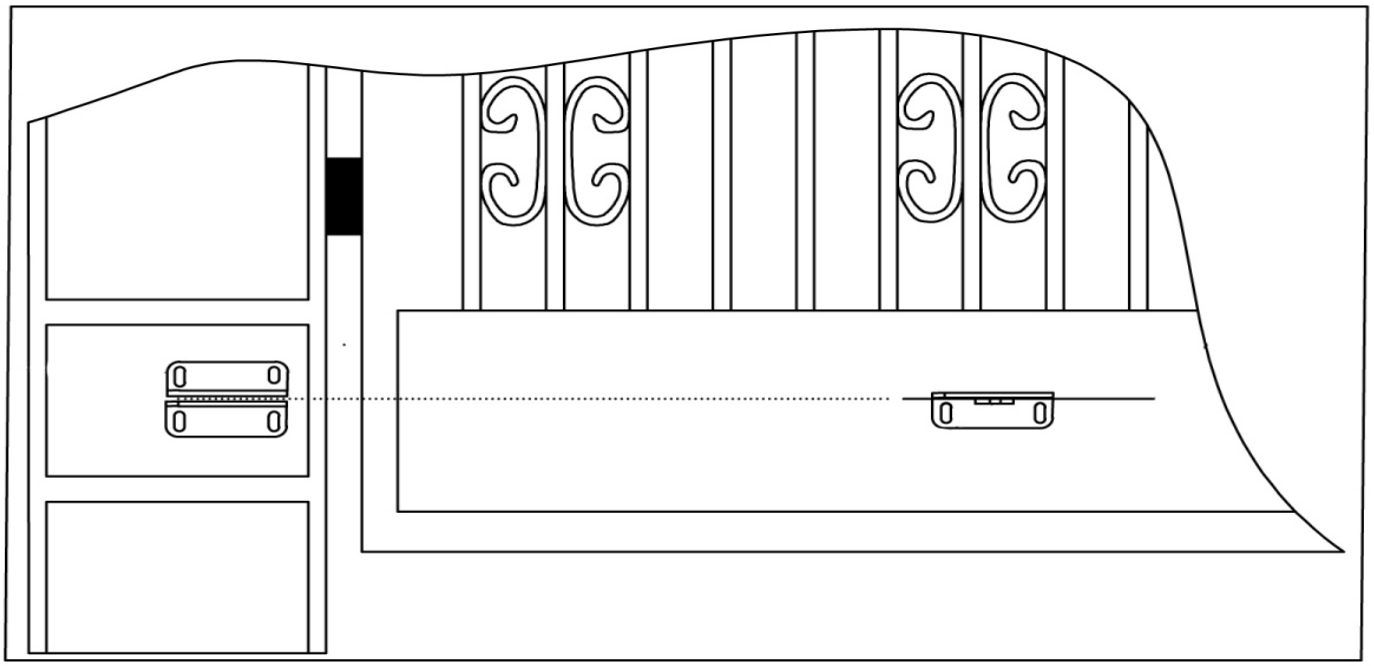

Рис. 10 Установка переднего кронштейна привода на одном уровне с задним
- Выдержав размер привода в сложенном состоянии, закрепите переднее крепление на створке. Крепление можно прикрутить или приварить к створке. Установку проверяйте уровнем. Убедитесь, что высота заднего и переднего кронштейна находятся на одном уровне. (Рис. 10)